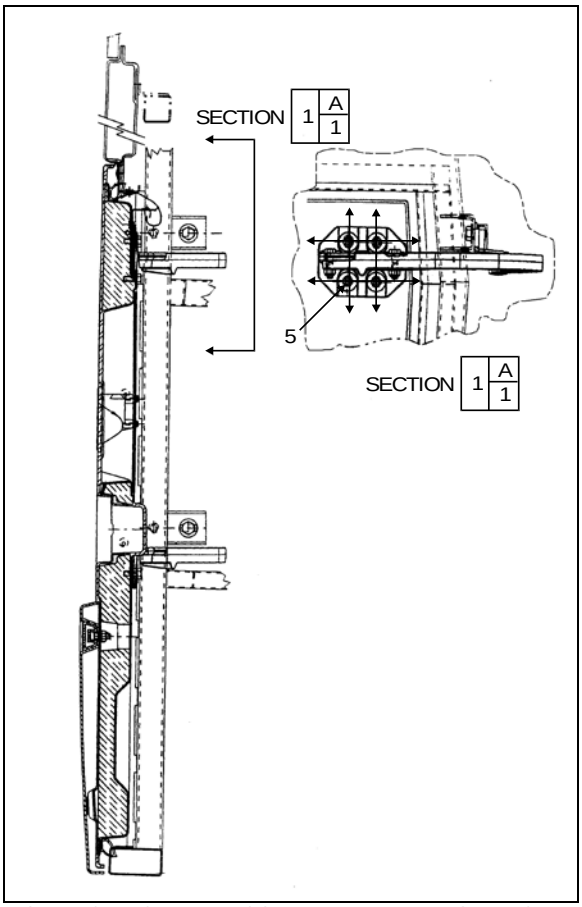

FIGURE 81: PORTE DU COMPARTIMENT DE SERVICE AVANT 18195
7. Desserrer les vis (5, Figure 81) pour pouvoir déplacer la porte vers le haut ou le bas.